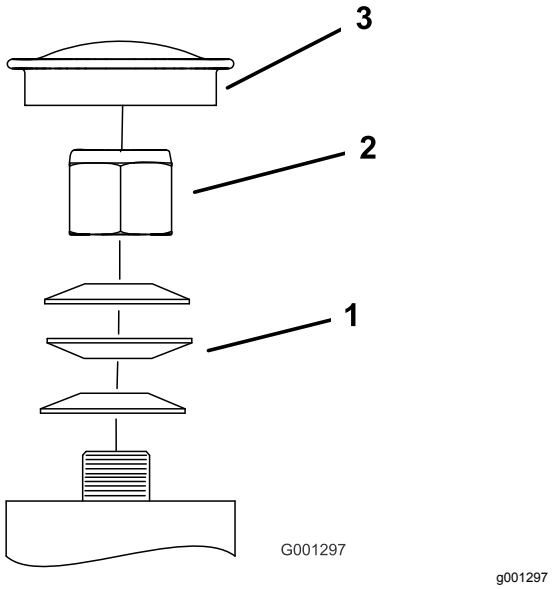

Figuur 58
3. Verwijder de stofkap van het zwenkwiel en draai de borgmoer aan (Figuur 58).
4. Draai de borgmoer aan totdat de veerringen vlak liggen, en draai deze vervolgens een ¼ slag terug om de voorspanning op de lagers correct af te stellen (Figuur 58).
Belangrijk: **Zorg ervoor dat de veerringen goed zijn geplaatst, zoals getoond in Figuur 58.**
5. Plaats de stofkap (Figuur 58).